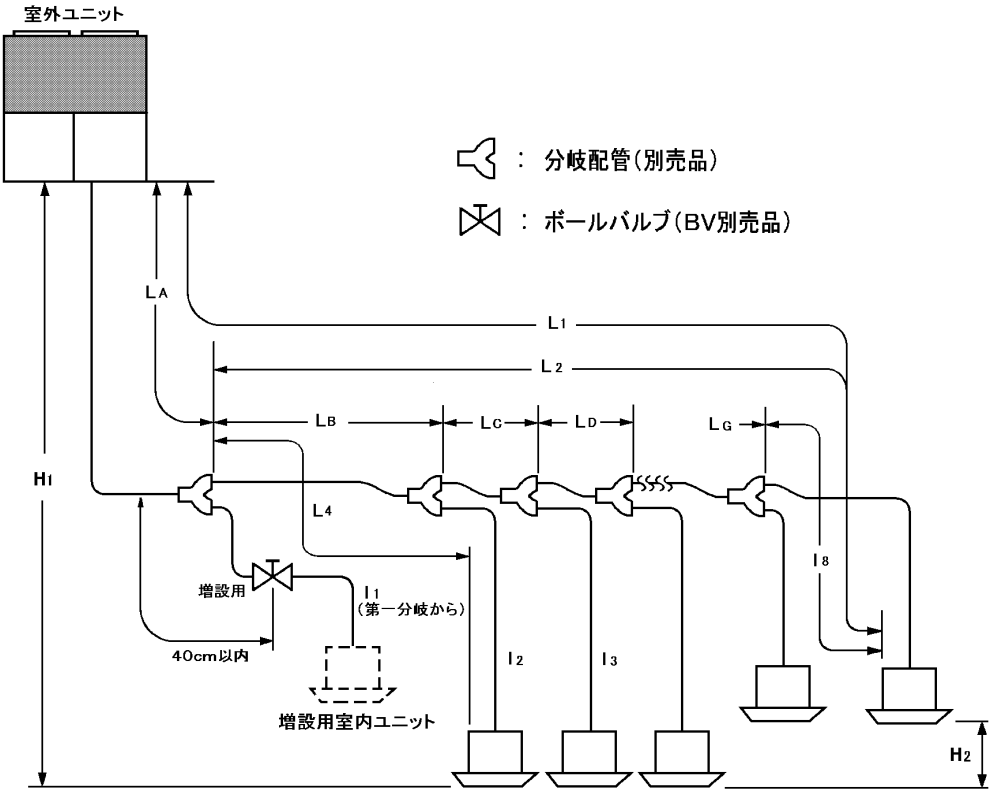

図１
②設置後、増設する可能性のある場合は、室内ユニット側の分岐管に別売のボールバルブを設置するよう計画してください。（図１）
③増設を想定した配管サイズを選定してください。［（１）３）分岐配管サイズ選定の項参照］